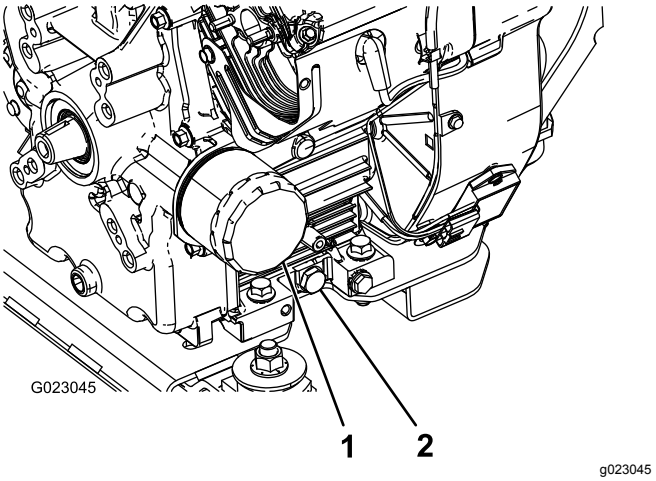

Figur 41
5. Fjern tappepluggen (Figur 41).
2. Ta av oljefilteret (Figur 41).
5. Installer det nye oljefilteret på filteradapteren. Drei oljefilteret med klokken til gummipakningen kommer i kontakt med filteradapteren. Trekk deretter til filteret med ytterligere 1/2-omdreining (Figur 41).